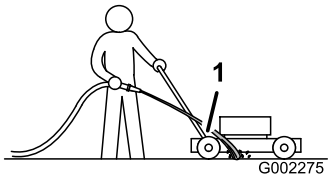

Figure 25
3. Tenez le tuyau d'arrosage à hauteur du guidon et dirigez le jet d'eau vers le sol, juste devant la roue arrière droite (Figure 25).